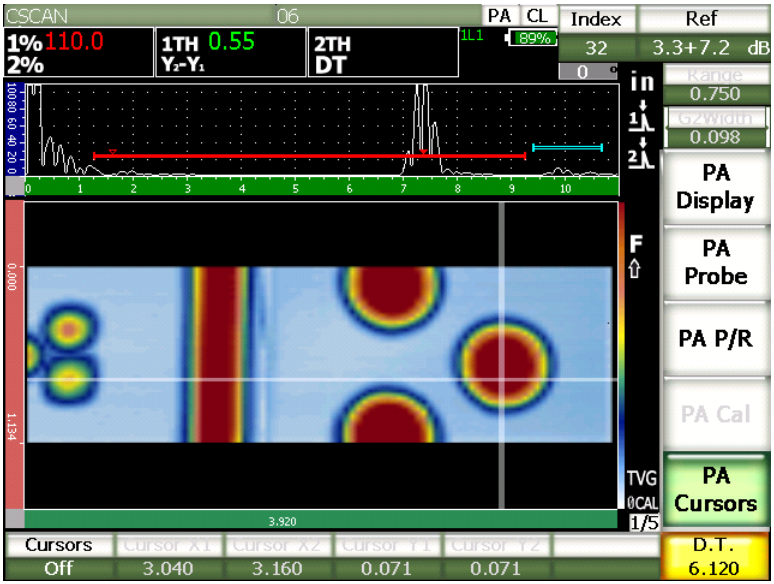

Figure 18-27 Adjusting the D.T. cursor
- Select **PA Cursors > D.T.** (see Figure 18-27 on page 465).